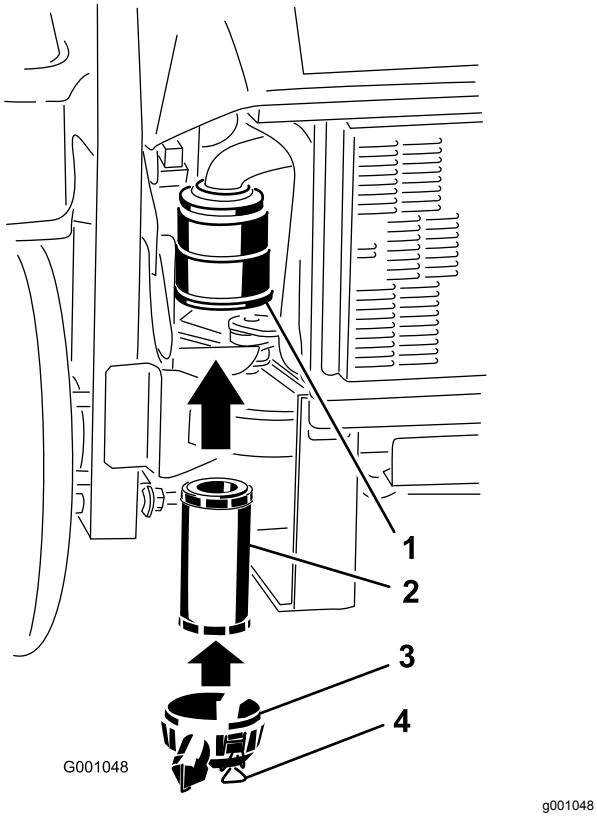

**Figuur 59**
2. Schuif het filter voorzichtig in het filterhuis (Figuur 59).
3. Plaats het luchtfilterdeksel en maak de sluitingen vast (Figuur 59).